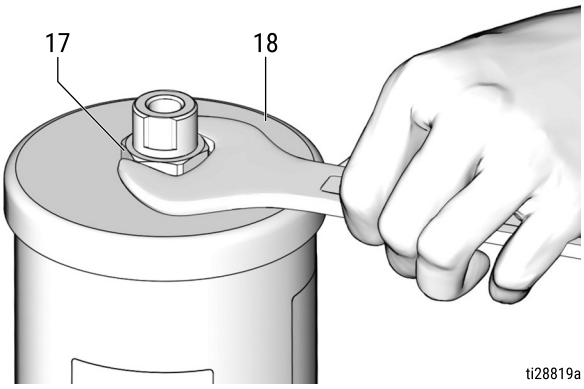

FIG. 40
22. Install the cover (18) on the reservoir (11). Push on the top of the cover and compress the spring. At the same time, tighten and then torque nut (17) to 45 - 55 in-lb (5.1 to 6.2 N•m) (FIG. 40).